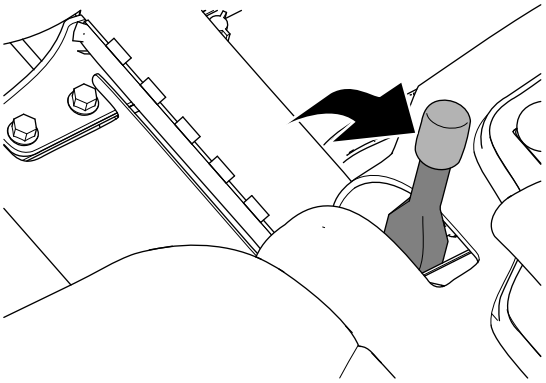

Figur 27
2. Aktiver parkeringsbremsen (Figur 27).